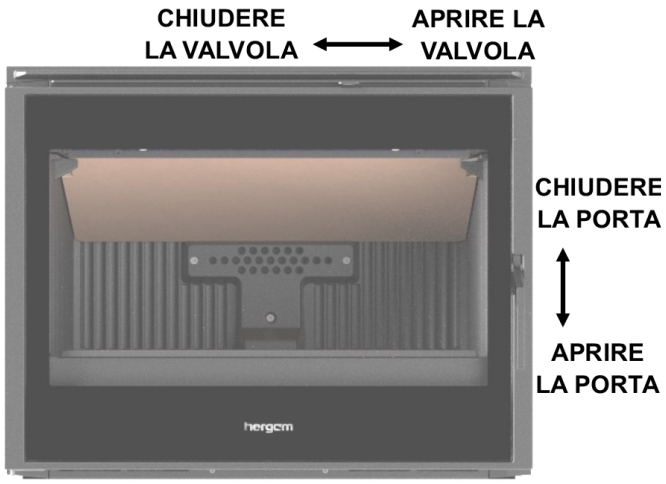

FIG. 2
Per chiudere la porta, afferrare la maniglia e spingere delicatamente la porta verso l'apparecchio. Utilizzare sempre un guanto ignifugo. (Fig. 2).
La posizione intermedia è generalmente la più adatta, ma può variare a seconda della qualità e tiraggio della canna fumaria installata e del tipo di combustibile utilizzato (legni duri o teneri) (Fig. 2).
1. **Aprire completamente la valvola di regolazione di aria (Fig. 2)**